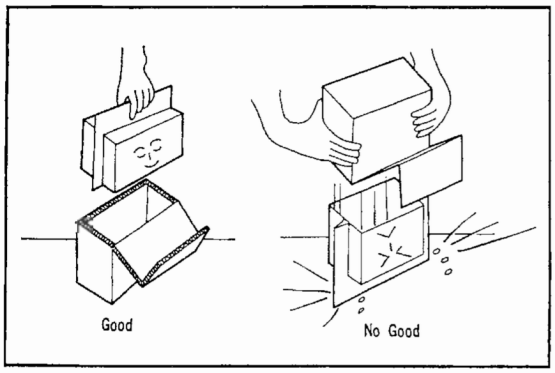

Fig. 5.43
a. When removing the battery from the cardboard carton, gently lift out the sealed edge. **(Fig. 5.43)**